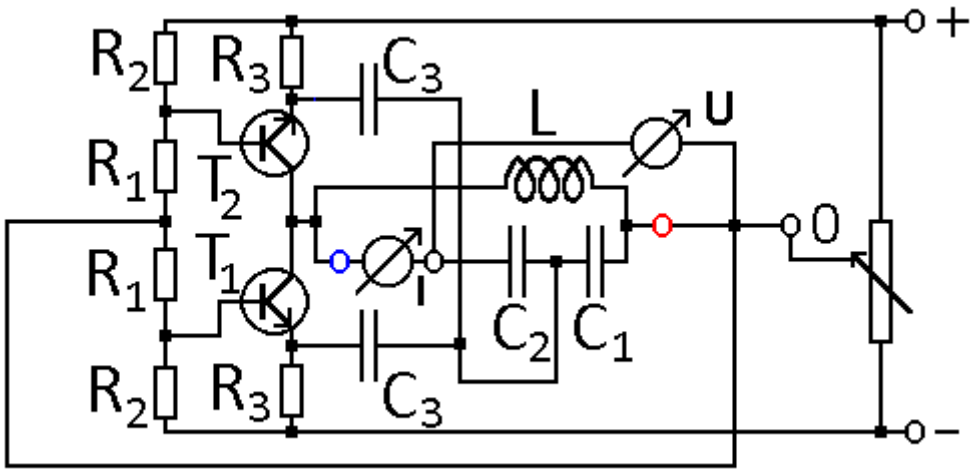

Abb.1: Versuchsaufbau
1. Bauen Sie die Grundschaltung des Colpits-Oszillators nach Abb.1 mit einem elektronischen Stecksystem auf. Benutzen Sie folgende Bauteile: R_1 = 4,7 kΩ, R_2 = 3,3 kΩ, R_3 = 1kΩ, P_1 = 1 kΩ, L = 11,2 mH, C_1 = 1 µF, C_2 = 0,1 µF, T: BC 547.